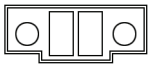

*Fig. 16. Bornier pour la connexion avec le contact auxiliaire du bypass manuel - arrêt inverseur-.*
- Le SLC TWIN dispose d'une bande de signal, à travers laquelle vous pouvez activer la commande d'arrêt de l'inverseur de l'onduleur lors de la fermeture du circuit. Ce contact normalement ouvert est destiné à être connecté avec un interrupteur ou sectionneur de bypass manuel externe. (Fig. 16).